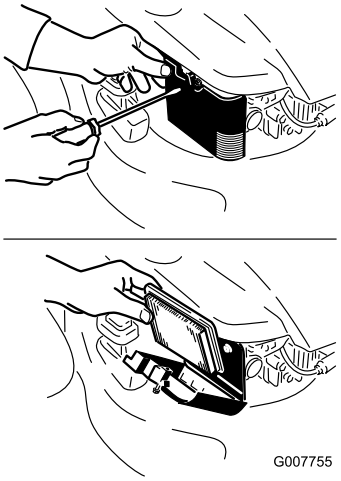

Figuur 23
2. Open het luchtfilterdeksel en verwijder het oude luchtfilter (Figuur 23).